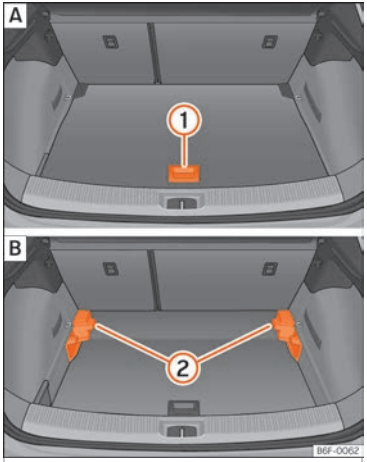

Fig. 117 Piso variável da bagageira: Ⓐ posição alta; Ⓑ posição baixa.
- Para passar da posição baixa para a alta, levante o piso pela pega ››› Fig. 117 ①, puxe-o para trás até que a parte dianteira do piso baixe totalmente os suportes ②.
- Desloque o piso sobre estes para a frente até que chegue ao limite no encosto dos bancos traseiros e, de seguida, baixe o piso com a peça ①.
- Para passar da posição alta para a baixa, levante o piso pela pega ››› Fig. 117 ①, puxe-o para trás até que a parte dianteira do piso baixe totalmente os suportes ②.
- Deixe cair a parte anterior contra o piso e empurre o piso para a frente até que atinja o limite no encosto dos bancos traseiros, baixando ao mesmo tempo o piso com a pega ①.
- Com o piso variável na posição alta, levante pela pega ››› Fig. 117 ①, puxe-o e empurre para o encosto dos bancos traseiros até que o piso dobre pela linha da dobradiça e a parte móvel do piso assente sobre o mesmo.